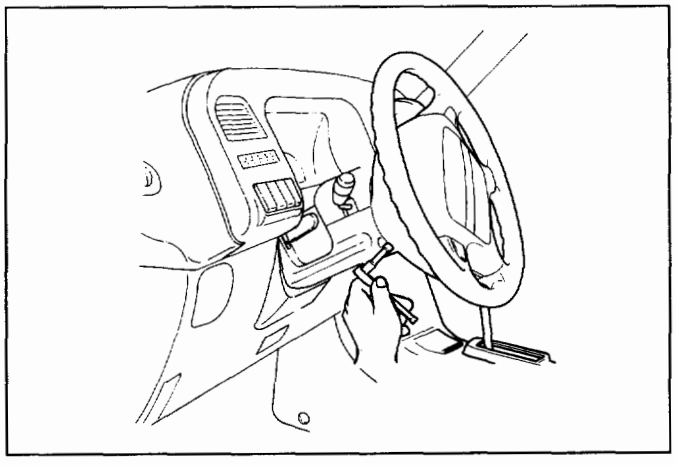

Fig. 3F4-8
- Loosen the inflator module fixing bolt from behind the steering wheel assembly using a TORX® driver or equivalent until the inflator module can be released from steering assembly (Fig. 3F4-8).